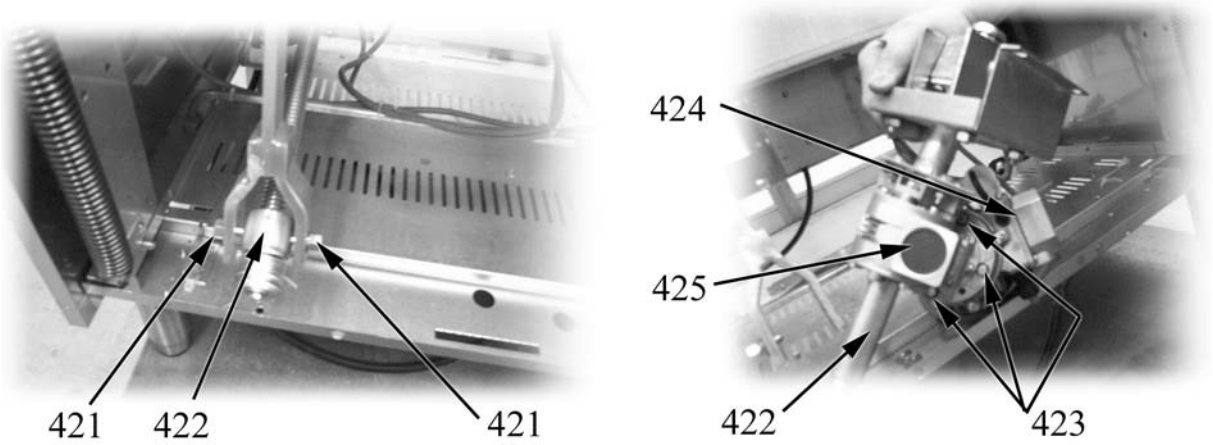

Fig. 42
- access from the rear side of the appliance and unscrew the bolts shown as item 421 in Fig. 42;
- release the tilting screw bush (item 422 in Fig. 42) from the lever connected to the pan;
- unscrew the screws (item 423 in Fig. 42) that fix the motor to the reduction gear;